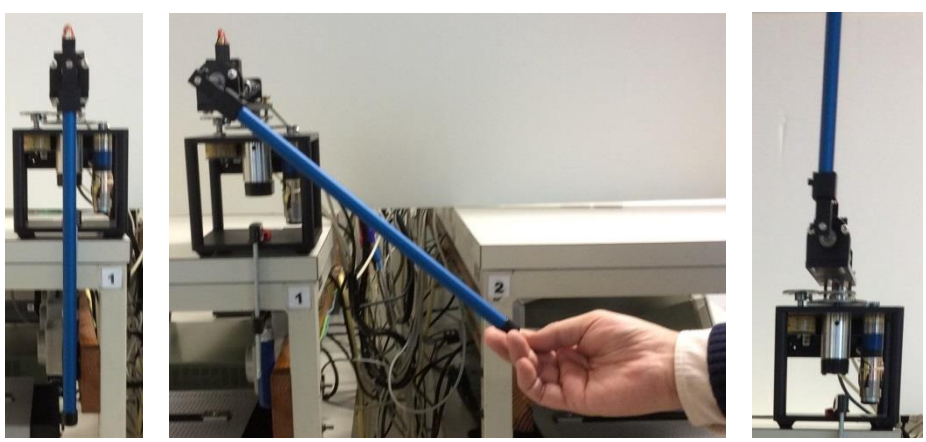
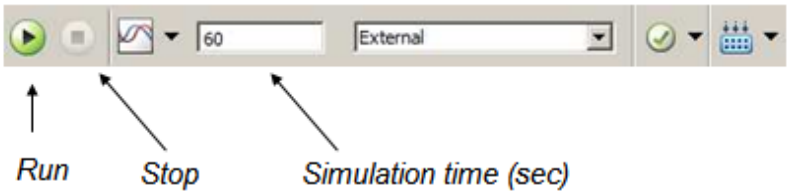

Figure 6 – Starting the experiments.
Fig. 7 – Buttons in the SIMULINK project.
- Place your pendulum in the vertical position, and such that it is perfectly still, as in the left picture of figure 6.
The sensors are calibrated and you have now 6 seconds to gently raise the pendulum to the vertical upwards position (as in figure 6 center) and keep it there. Then, the controller will start working and you may remove your hand while the pendulum is equilibrated automatically (figure 6 right). Use the button ■ to stop the program or (preferably) wait for the time-out. See figure 7 to locate the buttons. Remark that there are start/stop buttons for MATLAB and for SIMULINK. Don't confuse them.